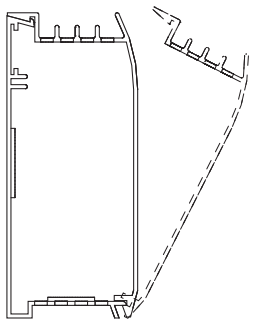

Fig. 5
16. Antes de energizar, verifique que la cubierta delantera está asegurada apropiadamente sobre la carcasa trasera a lo largo de todo el calefactor, vea la Fig. 5. No ponga en funcionamiento el calefactor sin la cubierta delantera instalada.
10. Coloque nuevamente la cubierta delantera enganchando el borde delantero inferior de la cubierta delantera sobre el borde delantero inferior de la carcasa y empujando la cubierta hacia atrás en línea recta para enganchar el borde trasero superior de la carcasa con el borde trasero superior de la cubierta delantera. Vea la Fig. 5.
10. Coloque nuevamente las cubiertas delanteras siguiendo el Paso 10 de la **Instalación de unidad sola**, (vea la Fig. 5.)
5. Coloque nuevamente la cubierta delantera según se muestra en la Fig. 5 verificando que quede asegurada en posición a todo lo largo del calefactor. Restaure la energía hacia el calefactor y verifique que está funcionando apropiadamente.